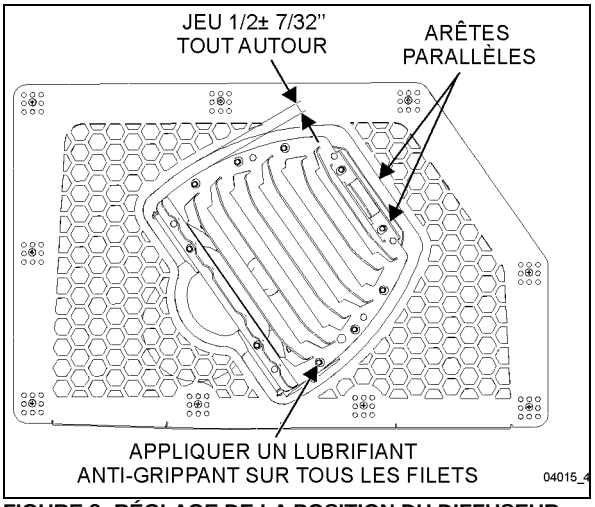

FIGURE 8: RÉGLAGE DE LA POSITION DU DIFFUSEUR
2. Pour obtenir la position angulaire adéquate, s'assurer que les deux bords indiqués sur la Figure 8 sont parallèles.